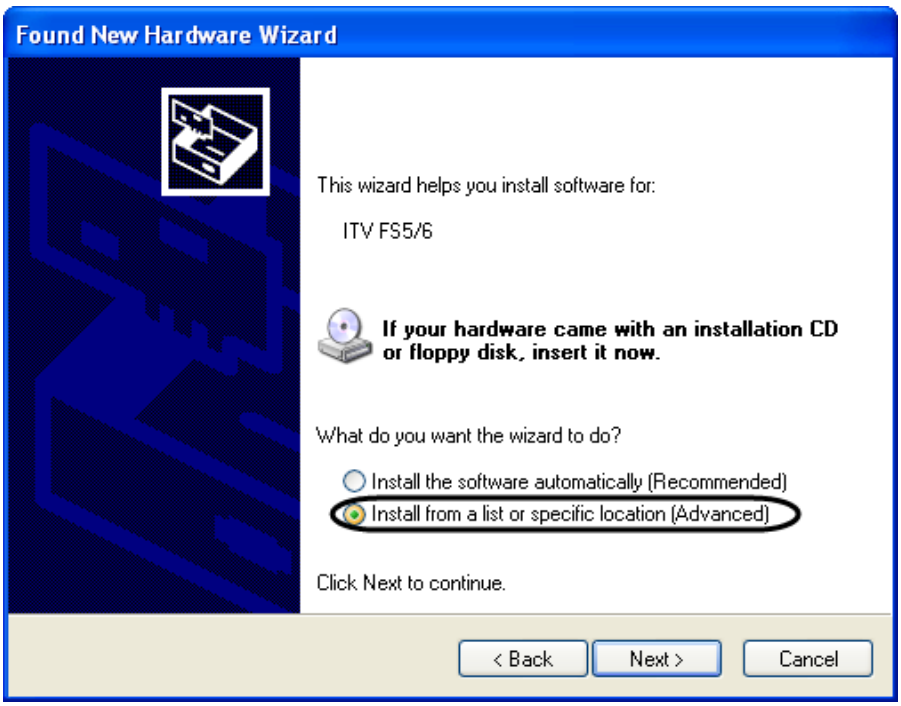

Figure 2.1—9 Selection of the Installation from a list of specific location item
3. Select **Install from a list or specific location** and click **Next** (Figure 2.1—9).
4. Set the **Include this location in the search** checkbox in the search options dialog box and click **Bowse.** In the **Browse for folders** specify the path to the folder that contains drivers for a video capture card and click **OK** (Figure 2.1—10).